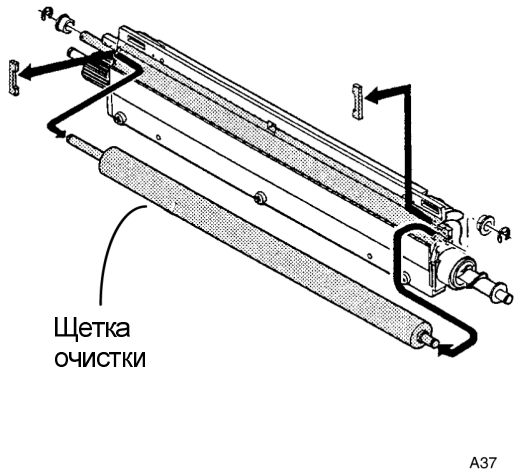

Рисунок 2. Снятие щетки очистки барабана переноса
4. (Рисунок 2): Снимите щетку очистки барабана переноса.